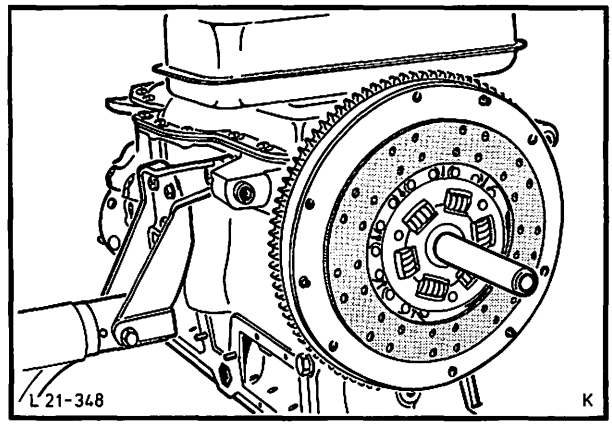

Abb. 71 Kupplungsreibscheibe mit Spezialwerkzeug 21-067 zentrieren
45. Reibscheibe (Nabe mit der flachen Seite zum Schwungrad zeigend) mit Spezialwerkzeug 21-067 zentrieren, Abb. 71, und Druckplatte mit vorgeschriebenem Drehmoment über Kreuz festziehen.